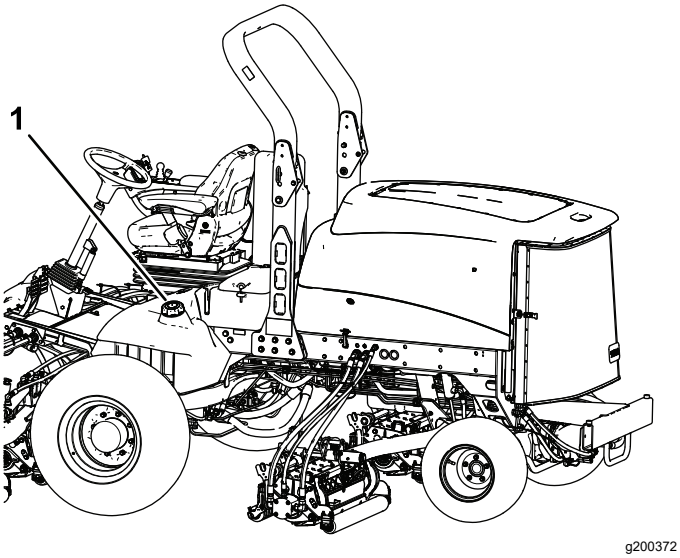

Рисунок 34
3. Снимите крышку топливного бака (Рисунок 34).